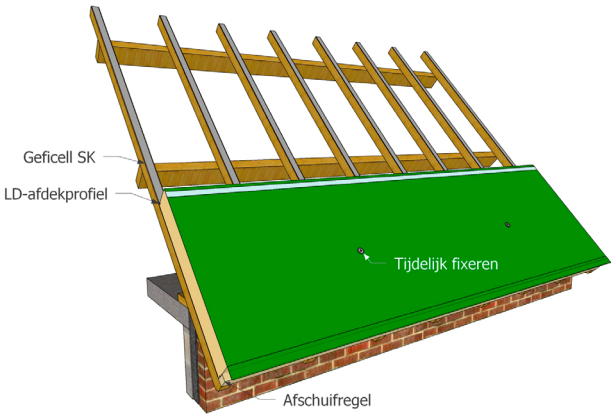

Figuur 3 - Plaatsen en tijdelijk fixeren
- Fixeer de geplaatste elementen tijdelijk met minimaal 2 schroeven met geschikte volgplaatjes (zie figuur 3).